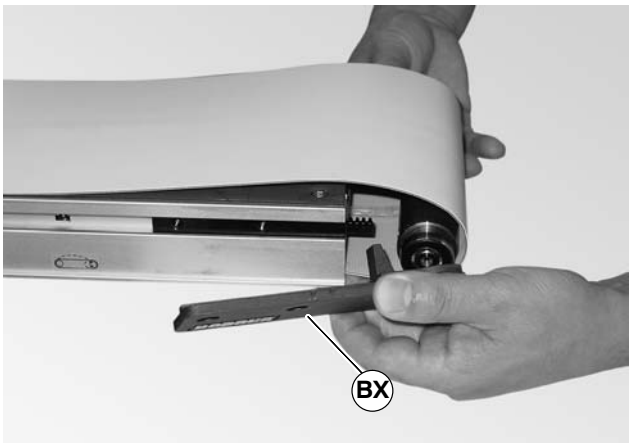

Figure 52
2. Place the head plate (BX of Figure 52) and attach the head plate to the conveyor frame with the two (2) plates removed. tighten screws 7 Nm.